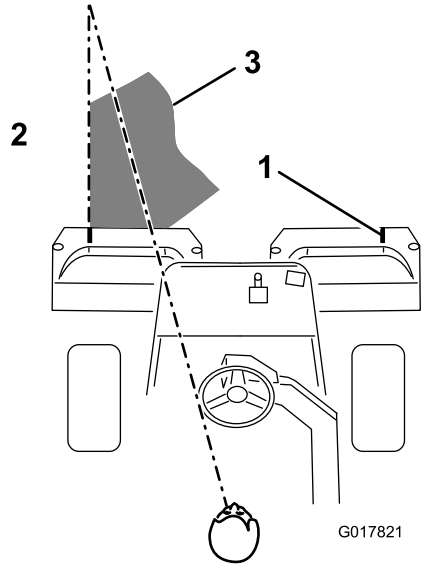

Figur 38
4. Sørg for at overlappe minimalt med den forudgående klipning ved tilbagekørsler. Skab en imaginær, lige sigtelinje på ca. 1,8-3 m foran maskinen frem til kanten af den uklippede del af greenen (Figur 38) som hjælp til at bevare en lige linje på tværs af greenen og for at holde maskinen i en tilsvarende afstand fra kanten af den foregående klipning. Der er nogle, der finder det nyttigt at medtage rattets ydre kant som en del af sigtelinjen, dvs. holde rattets kant på linje med et punkt, der altid holdes i samme afstand fra maskines forende (Figur 38).